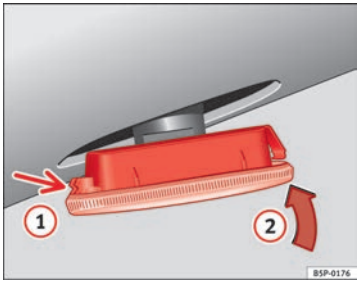

Fig. 237 Side turn signal
– First place the turn signal in the opening in the bodywork, fixing the tabs ⇒ Fig. 237, arrow (1).
– Insert the bulb as shown by the arrow (2) ⇒ Fig. 237.